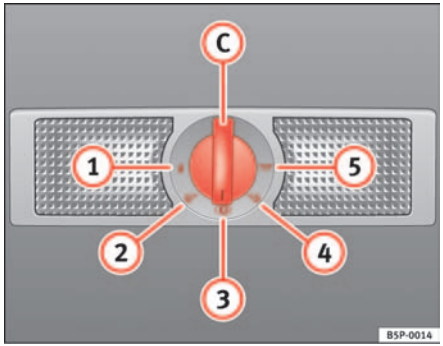

Fig. 82 Detail of the roof: Rear interior light and reading lights
The switch ⇒ fig. 82 (C) is used to select the following positions:
In switch position ⇒ fig. 82 (1), the interior and reading lights are switched off.